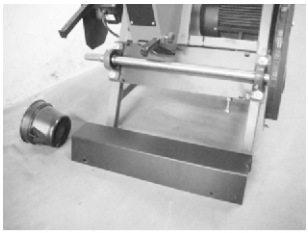
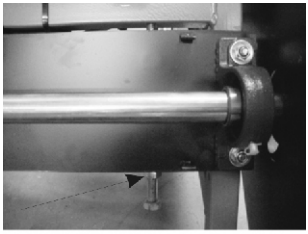

Abb. 23 Zapfwellenantieb
Abb. 24 Spannmechanik Zapfwelle
- Keilriemen nachspannen: Kontermutter der Spannschraube (Abb. 24) -unter der Grundplatte der Zapfwelle- und die Gegenhalteplatten der Zapfwellengrundplatte lösen. Die Spannschraube soweit nachziehen, bis die erforderliche Keilriemenspannung erreicht wurde. Zur Absicherung der Einstellung ist die Kontermutter wieder anzuziehen. Darauf achten, daß die komplette Antriebseinheit parallel zum Vierkantrohr des Grundgestelles läuft, eventuell die linke Seite der Zapfwellengrundplatte nach unten drücken und vorspannen.
- Keilriemen wechseln: Die Wellenabdeckung und den Zapfwellenschutztopf (siehe Abb. 23) demontieren. Die Kontermutter der Spannschraube lösen und die Spannschraube lockern (siehe Abb. 24). Die Grundplatte der Zapfwelle soweit anheben, bis sich die Keilriemen locker von der Keilriemenscheibe abnehmen lassen. Den neuen Keilriemen aufsetzen und spannen wie oben beschrieben.